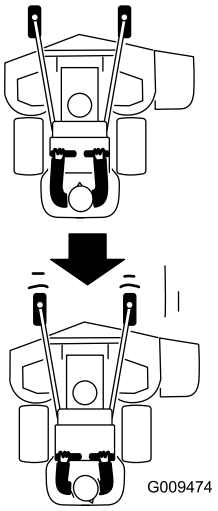

Figura 24
2. Tire lentamente de las palancas de control de movimiento hacia atrás (Figura 24).